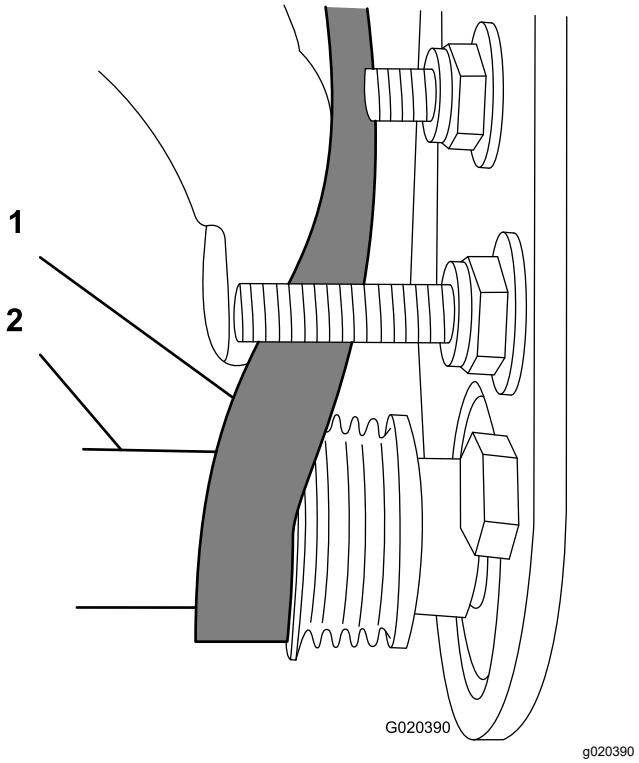

Rysunek 27
C. Za pomocą wysokiego klucza nasadowego (9/16 cala) przekręć zespół szczotki i poprowadź pasek wokół napędzonego koła pasowego (Rysunek 27).